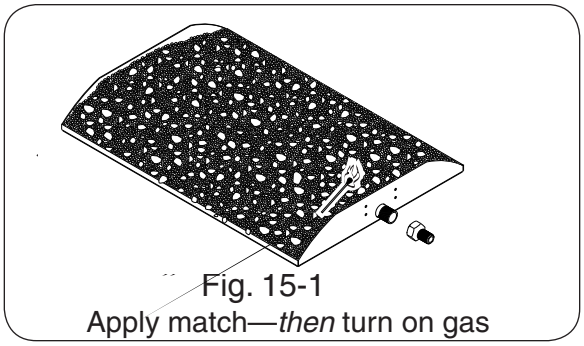

Fig. 15-1
1. Lay a lighted long-stem match on the surface of the glass near the gas inlet (**do not hold the match in your hand)** or use a lighted long-necked butane lighter (Fig. 15-1).
4. Wait approximately five (5) minutes to clear out any gas, and repeat steps 1-3 (above).